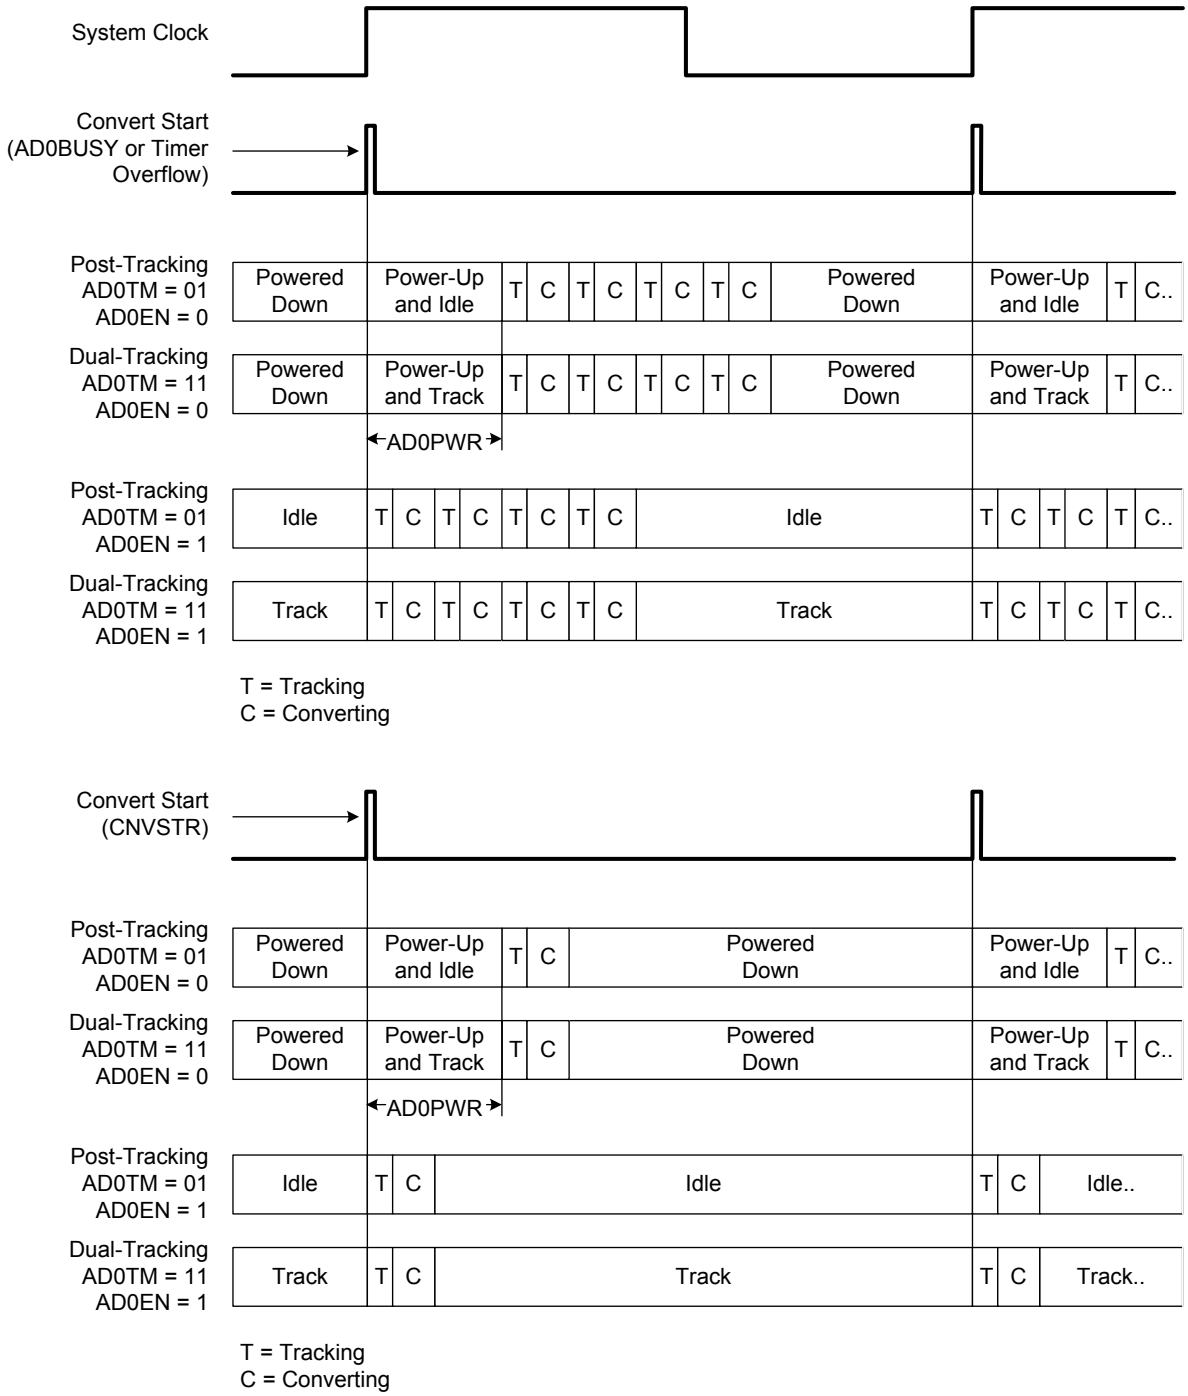

**Figure 5.3. Burst Mode Tracking Example with Repeat Count Set to 4**
Burst Mode is enabled by setting BURSTEN to logic 1. When in Burst Mode, AD0EN controls the ADC0 idle power state (i.e., the state ADC0 enters when not tracking or performing conversions). If AD0EN is set to logic 0, ADC0 is powered down after each burst. If AD0EN is set to logic 1, ADC0 remains enabled after each burst. On each convert start signal, ADC0 is awakened from its Idle Power State. If ADC0 is powered down, it will automatically power up and wait the programmable Power-Up Time controlled by the AD0PWR bits. Otherwise, ADC0 will start tracking and converting immediately. Figure 5.3 shows an example of Burst Mode Operation with a slow system clock and a repeat count of 4.
- A rising edge of external start-of-conversion (CNVSTR) will cause only one ADC conversion in Burst Mode, regardless of the value of the Repeat Count field. The end-of-conversion interrupt will occur after the number of conversions specified in Repeat Count have completed. In other words, if Repeat Count is set to 4, four pulses on CNVSTR will cause an ADC end-of-conversion interrupt. Refer to the bottom portion of Figure 5.3, “Burst Mode Tracking Example with Repeat Count Set to 4,” on page 79 for an example.